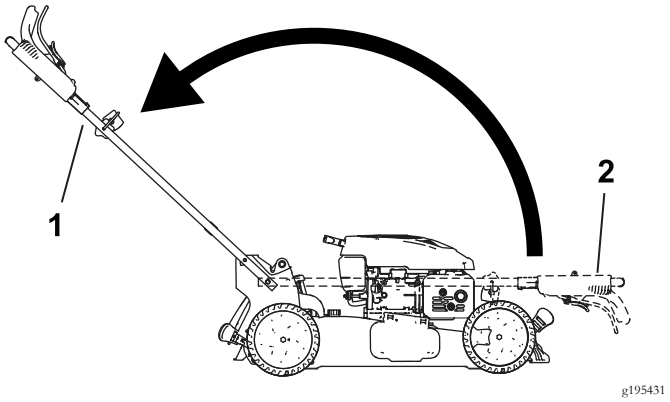

Figura 6
3. Despliegue el manillar a la posición de operación girándolo hacia atrás (Figura 6).